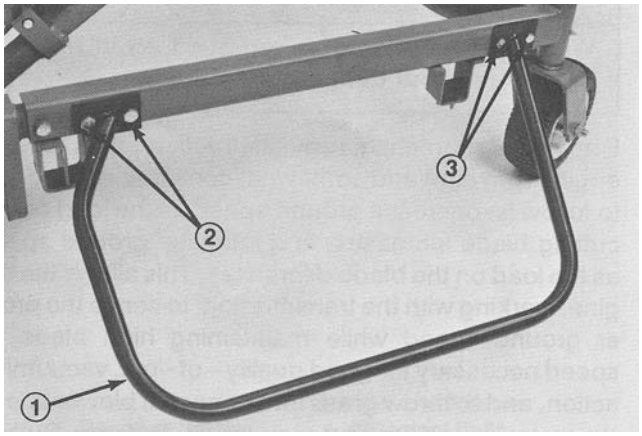

Figure 17
2. On right side of carrier frame, remove (2) forward 1/2 – 13 x 1–1/2” lg. capscrews securing carrier frame to lift arm (Fig. 17). Align rear of bumper with the two holes, center punch and drill (2) 13/32” dia. holes for the front bumper bracket in the carrier frame channel.
3. Mount bumper and secure with (2) 1/2 – 13 x 1–1/2” lg. capscrews at lift arm / carrier frame connection and (2) 3/8 – 16 x 1” lg, capscrews and 3/8 – 16 flange locknuts at the front bracket location. Torque the 1/2 – 13 x 1–1/2” lg. capscrews to 70–80 ft–lb (Fig. 17).